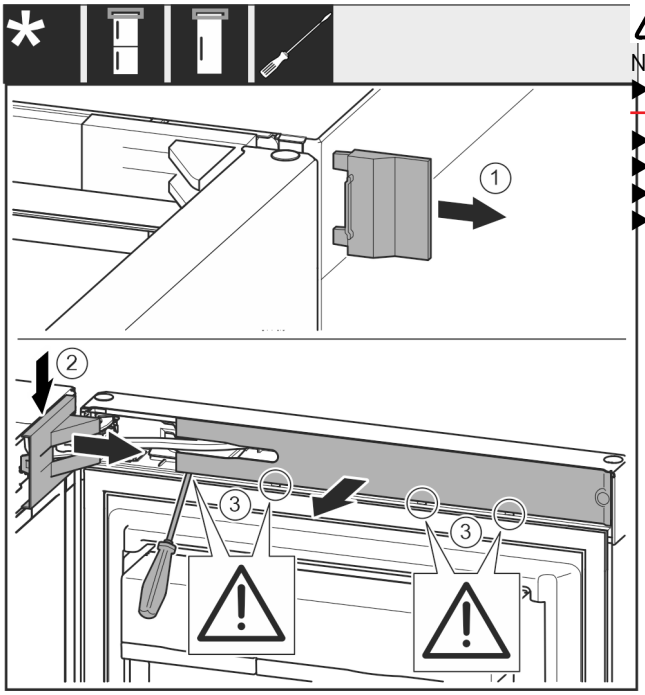

Fig. 12
▶ Sejměte kryt *Fig. 12 (1)*.
▶ Odjistěte a uvolněte kryt stojanu ložiska *Fig. 12 (2)*.
▶ Sejměte kryt stojanu ložiska *Fig. 12 (2)*.
▶ Plochým šroubovákem vyjměte záslepku *Fig. 12 (3)* a otočte ji ke straně.